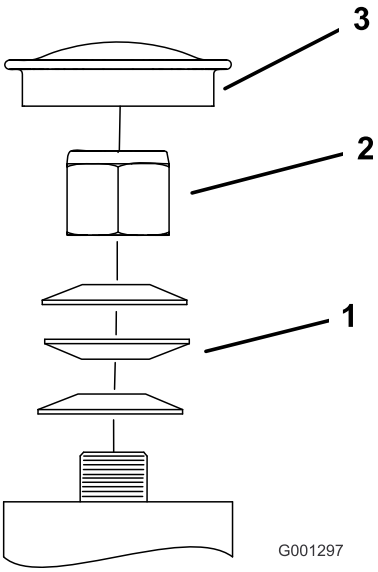

Figur 61
3. Fjern støvhætten fra styrehjulet, og spænd låsemøtrikken (Figur 61).
4. Spænd låsemøtrikken, indtil fjederskiverne er flade, og skru derefter ¼ omgang ud for at indstille forspændingen på lejerne korrekt (Figur 61).
Vigtigt: **Sørg for, at fjederskiverne monteres korrekt som vist i Figur 61.**
5. Monter støvdækslet (Figur 61).